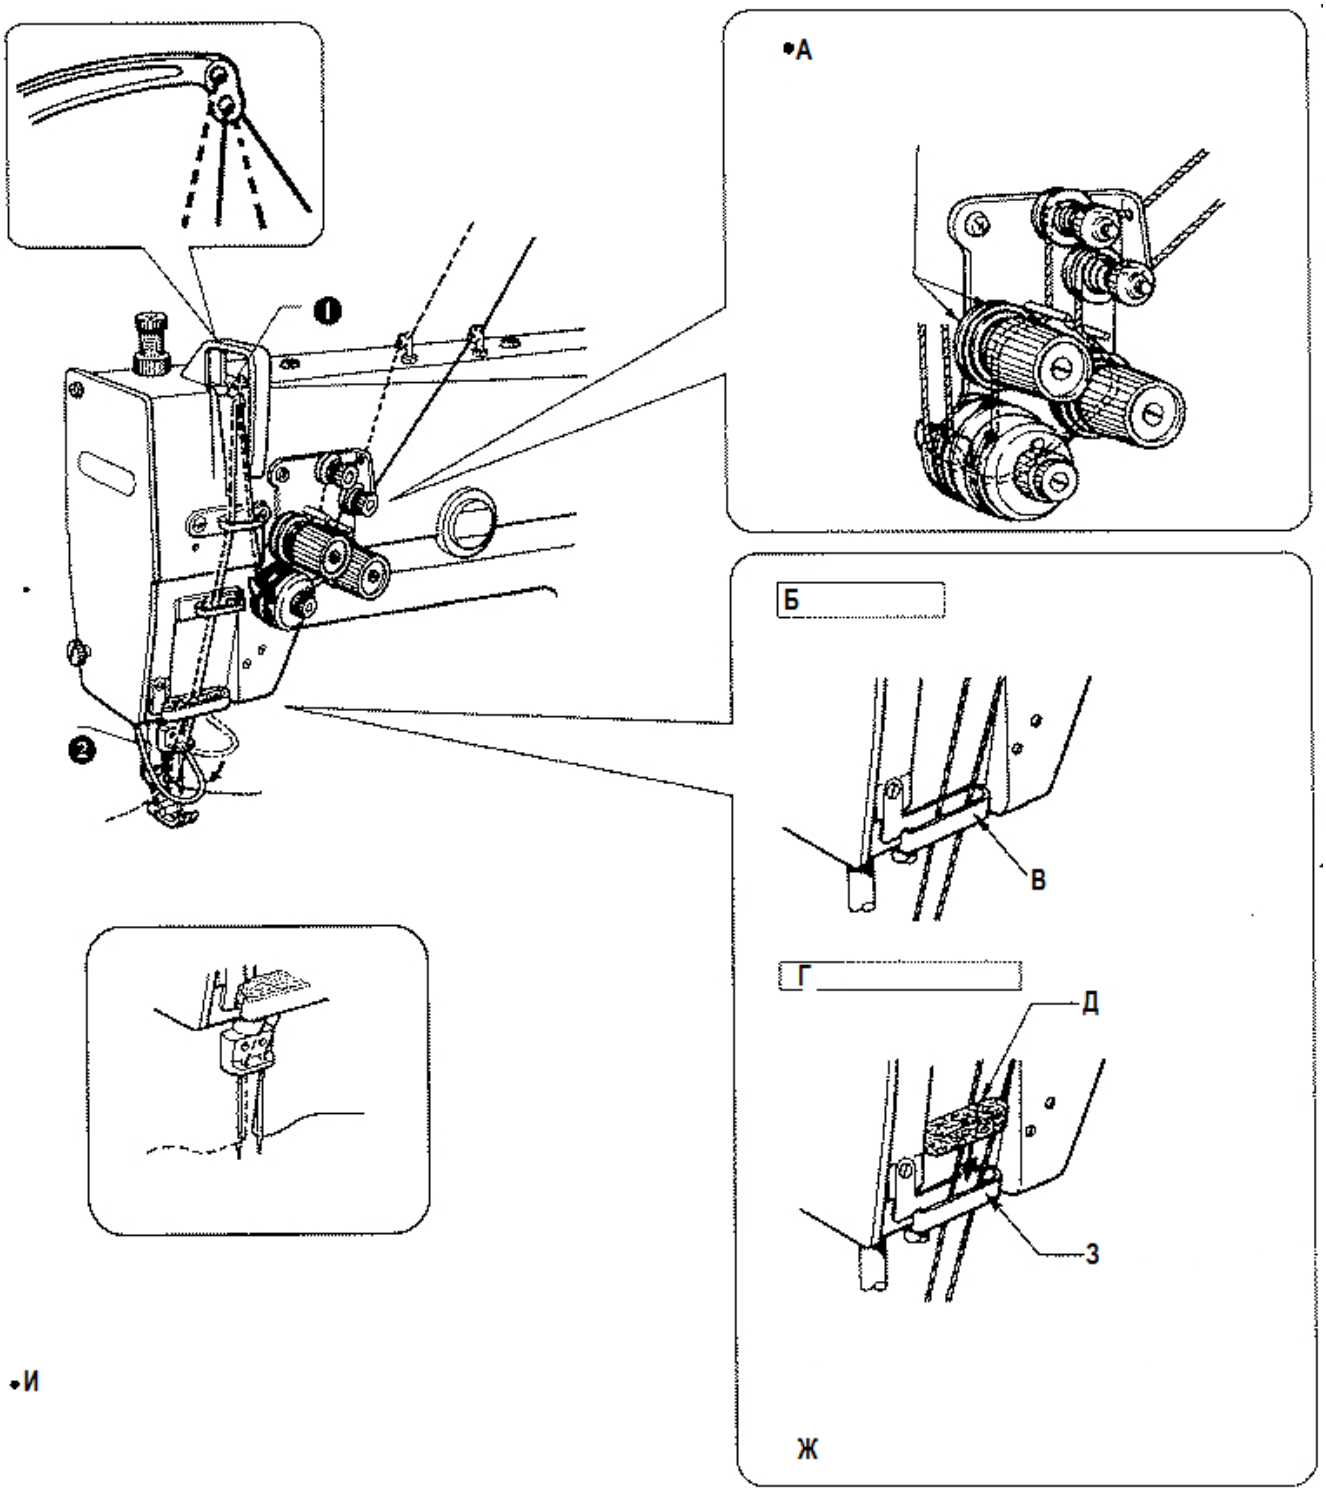

рис.23
14. **Заправка верхней нити. (Рис.23)**